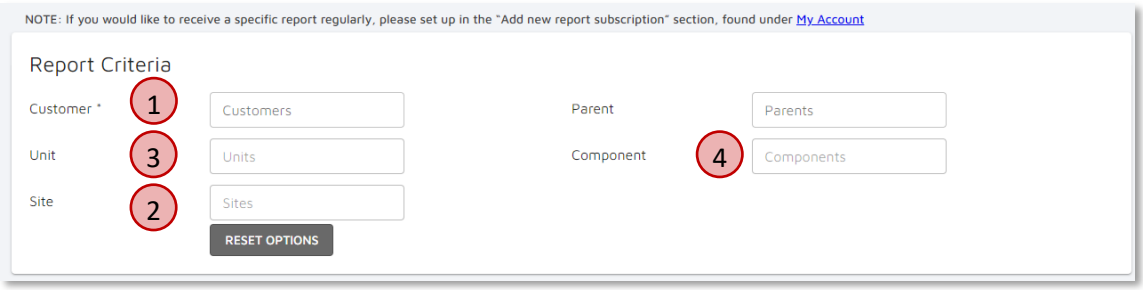

Figure 7.3 Periodic Reports – Filters
Prior to selecting other options, we will need to select a customer from the drop-down (① in Figure 7.3). The list will be pre-populated with all customers that we have access to.
- Sites (② in Figure 7.3)
- Units (③ in Figure 7.3)
- Components (④ in Figure 7.3)